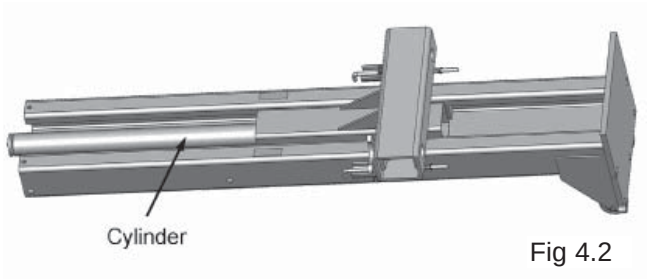

Fig 4.2
2. After installing the Column Wheels, turn the columns over and lay down open side up. Slide the Carriages upwards until centered midway in the columns. (See Fig 4.2)